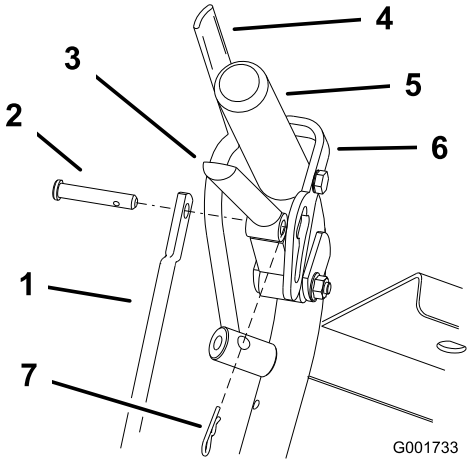
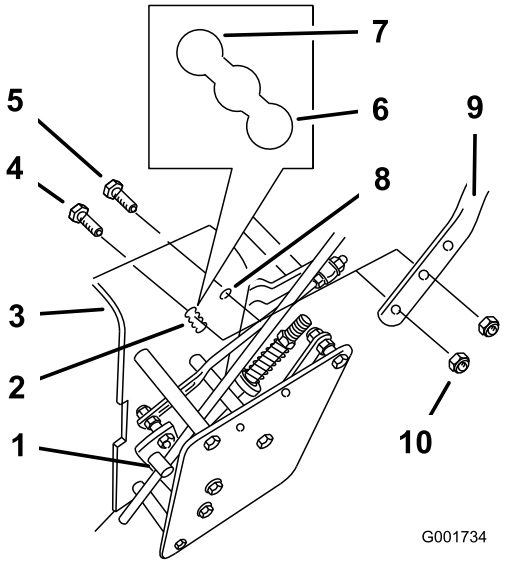

Figur 18
Figur 19
1. Fjern låseclipsene og gaffelboltene fra drivhåndtagene og neutrallåsene (Figur 18).
2. Løsn de øverste flangebolte 3/8 x 1-1/4 tommer og flangemøtrikken, der fastgør håndtaget til den bagstellet (Figur 19).
3. Fjern de nederste flangebolte (3/8 x 1 tomme) og flangemøtrikkerne, der fastgør håndtaget til bagstellet (Figur 19).
5. Juster styrestangens længde ved at dreje styrestangen i stangfittingen (Figur 18 og Figur 19).
6. Placer låseclipsen mellem drivhåndtagene og neutrallåsene, og før den gennem gaffelboltene (Figur 18).